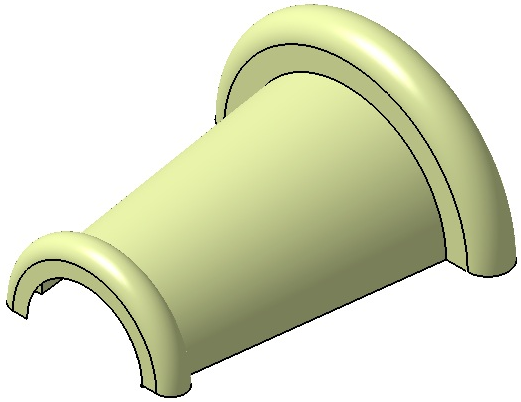

Figure 18-86 *Revolved base surface*
5. Choose the **OK** button from the **Revolution Surface Definition** dialog box. Figure 18-86 shows the resulting revolved base feature.